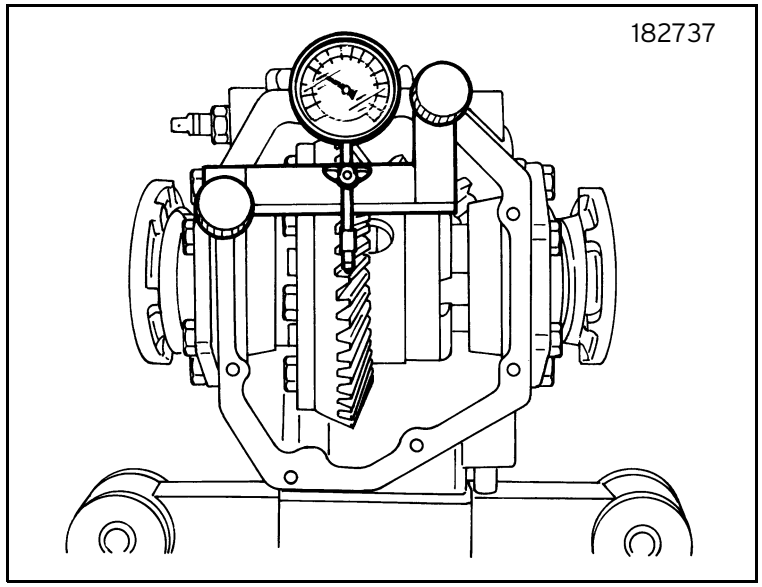

Fig. 37
- Check that the measurement is within the specified values with a dial gauge (figure 37):